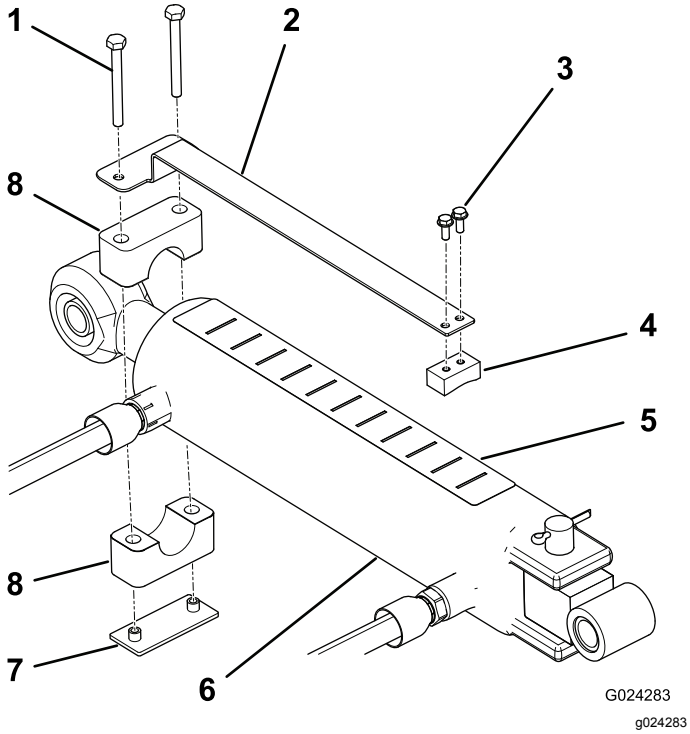

**Figuur 8**
1. Monteer de dieptemaat aan de platte zijkant van het schuifblok met twee machineschroeven (nr. 10 x ½"). Plaats de onderdelen zoals wordt getoond in Figuur 8.
2. Gebruik de pijpklem, lasplaat en 2 schroeven (¼" x 2½") om de dieptemaat losjes te monteren op het stanguiteinde van de cilinder van de bovenste schakel (Figuur 8). Zorg dat de klemmen los genoeg zijn opdat ze naar de gewenste stand kunnen worden gedraaid.
4. Plak de sticker voor de werkdiepte op de bovenzijde van de cilinder op een plaats die zichtbaar is voor de bestuurder en die niet in de weg zit, bijvoorbeeld van de hydraulische slangen (Figuur 8). Lijn de zijde van de sticker waar de letter 'J' op staat uit naar de beluchter.